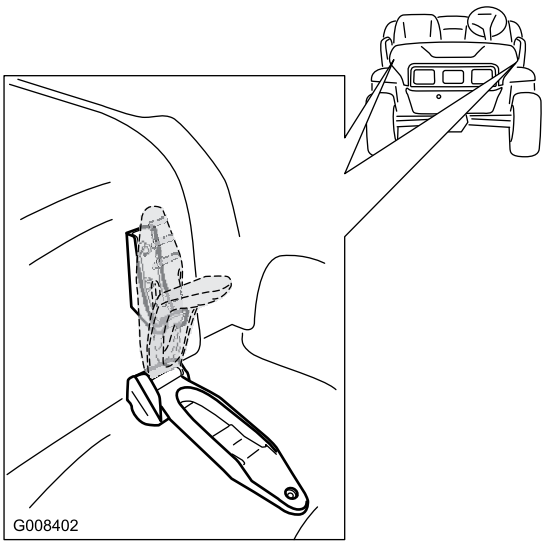

Figur 26
1. Løft opp håndtakene på gummilåsene på hver side av panseret (Figur 26).
2. Sikre panseret ved å innrette gummilåsene på låsefestene på hver side av panseret (Figur 26).